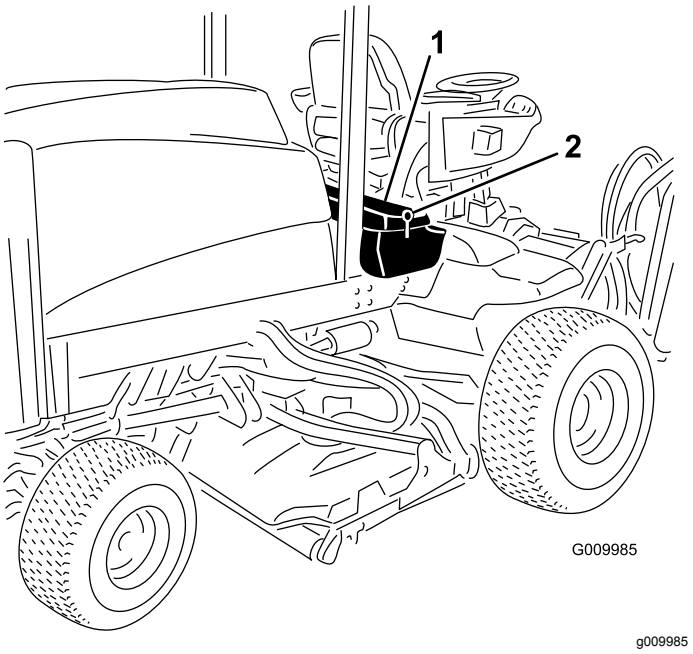

Rysunek 60
1. Odepnij zaczep i panel konsoli (Rysunek 60).